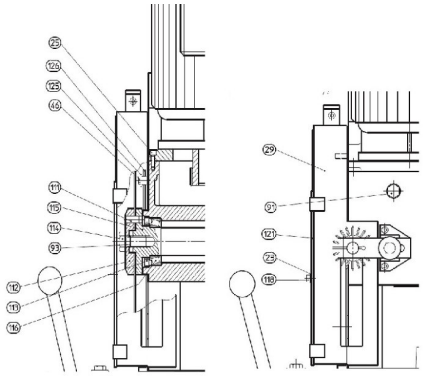

Abb. 14: Montage des Sägeblatts
Schritt 6: Den Flansch [112] montieren und die Schraube [114] locker anschrauben [Abb. 14]. Das Sägeblatt im Uhrzeigersinn gegen die Antriebsbolzen drehen und die Schraube [114] fest anziehen.